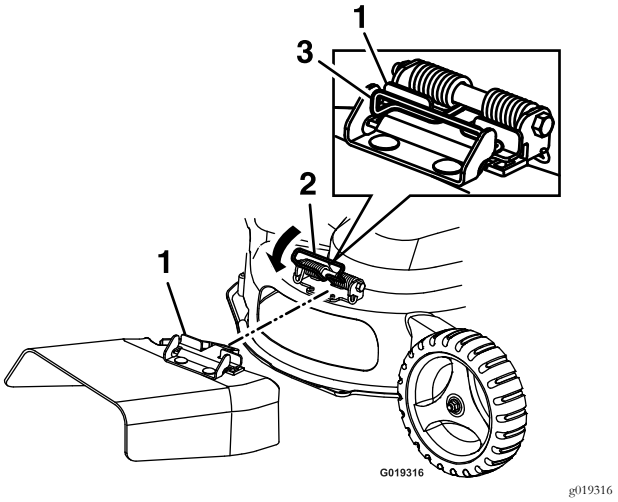

Figure 20
5. With the side discharge spring held in the "up" position, place the discharge deflector onto the mower housing over the opening. Allow the spring to lower over the tabs on the discharge deflector. Make sure the discharge deflector is securely in place (see Figure 20).